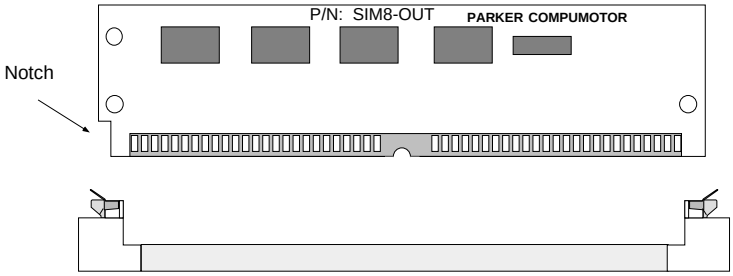
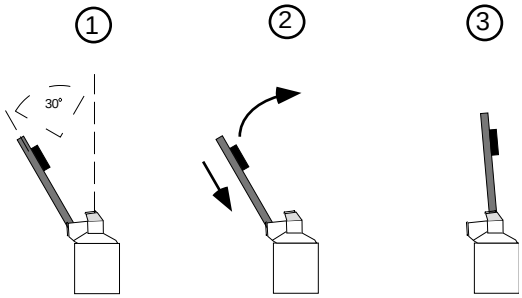

Fig. 9: I/O Board and Socket
Fig. 10: I/O Board Insertion
1. Insert the I/O board into the socket, as shown in Fig. 9 above, and in Fig. 10 below. Start the I/O board at an angle of approximately 30°.